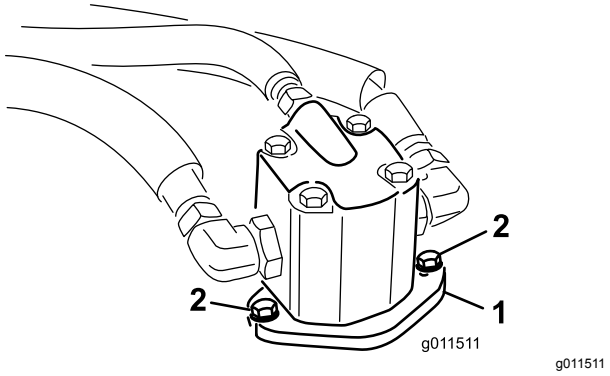

Figuur 76
4. Verwijder de bouten waarmee de hydraulische motor aan het maaidek is bevestigd (Figuur 76).